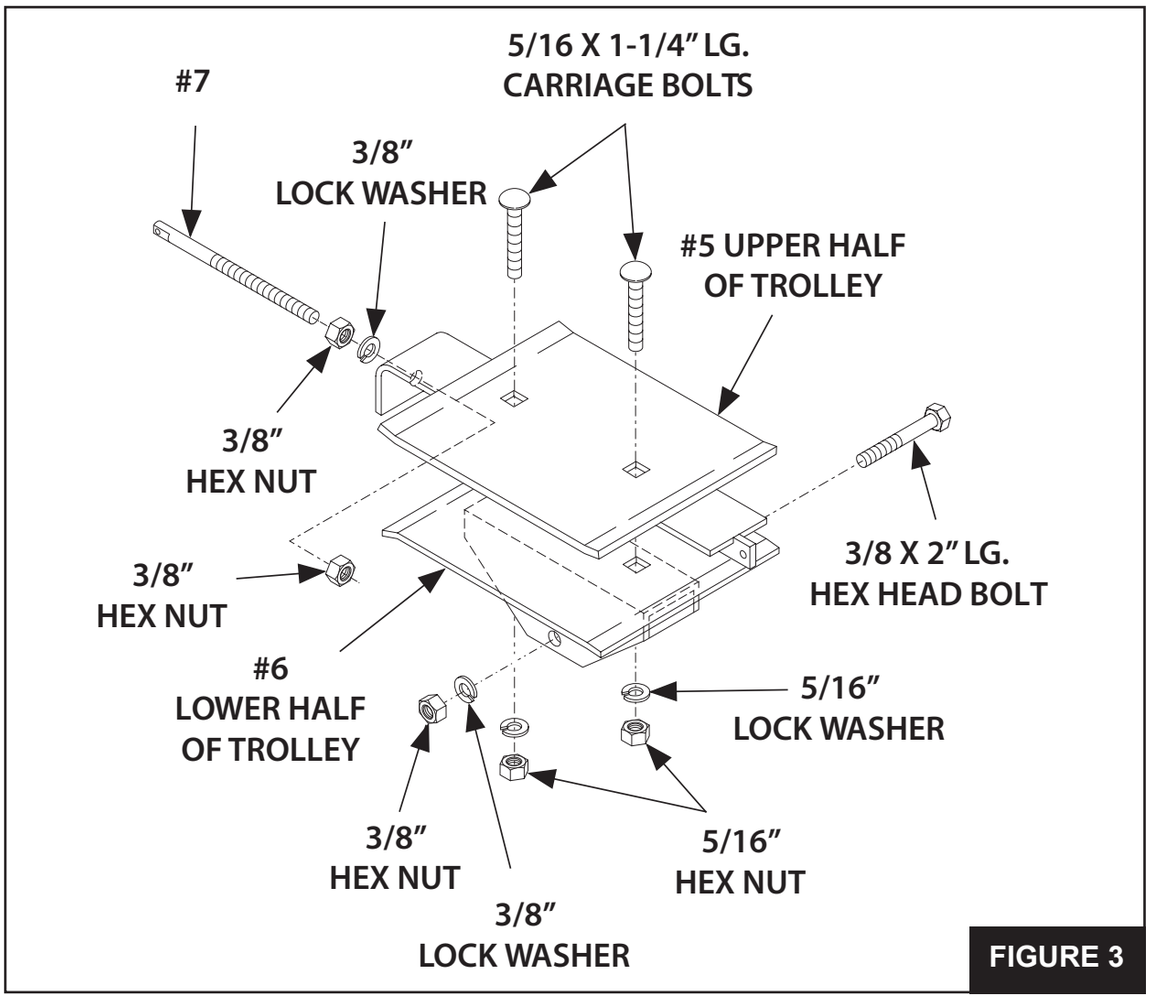

FIGURE 3
1. Assemble Upper Half of Trolley [#5] to Lower Half of Trolley [#6] using two 5/16 x 1-1/4 carriage bolts, two 5/16 Lock Washers and two 5/16 Hex Nuts as shown in **Figure 3**.
2. Install 3/8 Chain Take-up Bolt [#7] into Trolley Assembly using one 3/8 Lock Washer and two 3/8 Hex Nuts as shown in **Figure 3**. DO NOT TIGHTEN NUTS!